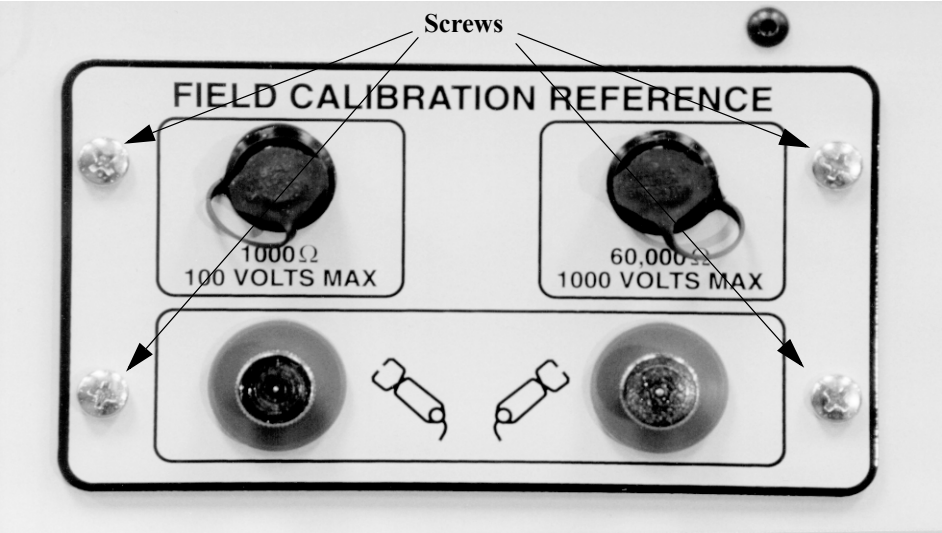

Figure 4.28 Field Calibration Reference, Screw Locations
1. Unscrew four captive screws (Figure 4.28) that secure the optional Field Calibration Reference, if present, to the Front Panel Assembly using a Phillips-head screwdriver.
14. Replace the Field Calibration Reference and secure it by tightening four captive screws (Figure 4.28 on page 4-58) using a Phillips-head screwdriver.